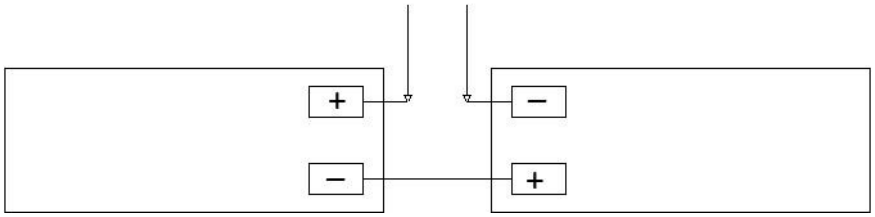

Рисунок 3. Схема подключение АКБ
2.9.При отключении питания от сети переменного тока прибор автоматически переходит на питание от резервных аккумуляторов (**эксплуатация прибора без подключенных аккумуляторных батарей запрещена**). Схема подключения АКБ приведена на рис. 3.
- вход «АКБ+» и «АКБ-» служит для подключения резервного источника питания. Схема подключения АКБ приведена на рис. 3.